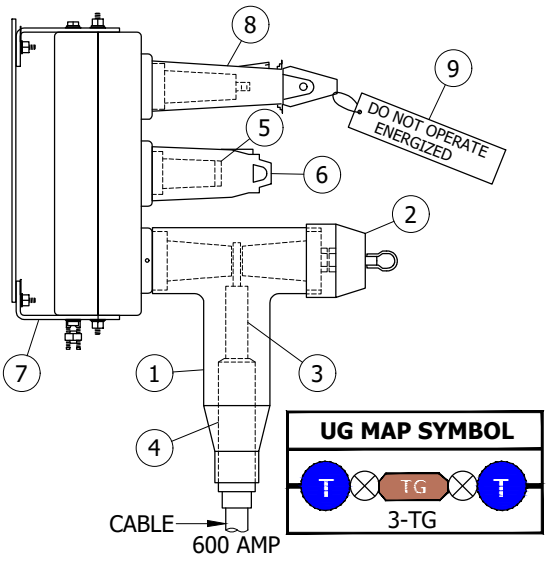

**FIGURE 2**
**BILL OF MATERIALS (FIGURE 2):**